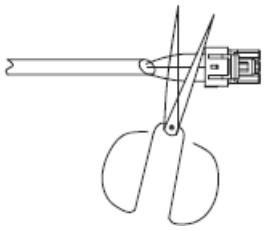

Fig. 15 — Shearing Outdoor Connector
1. Cut the connector on the outdoor unit side as shown in Fig. 15.